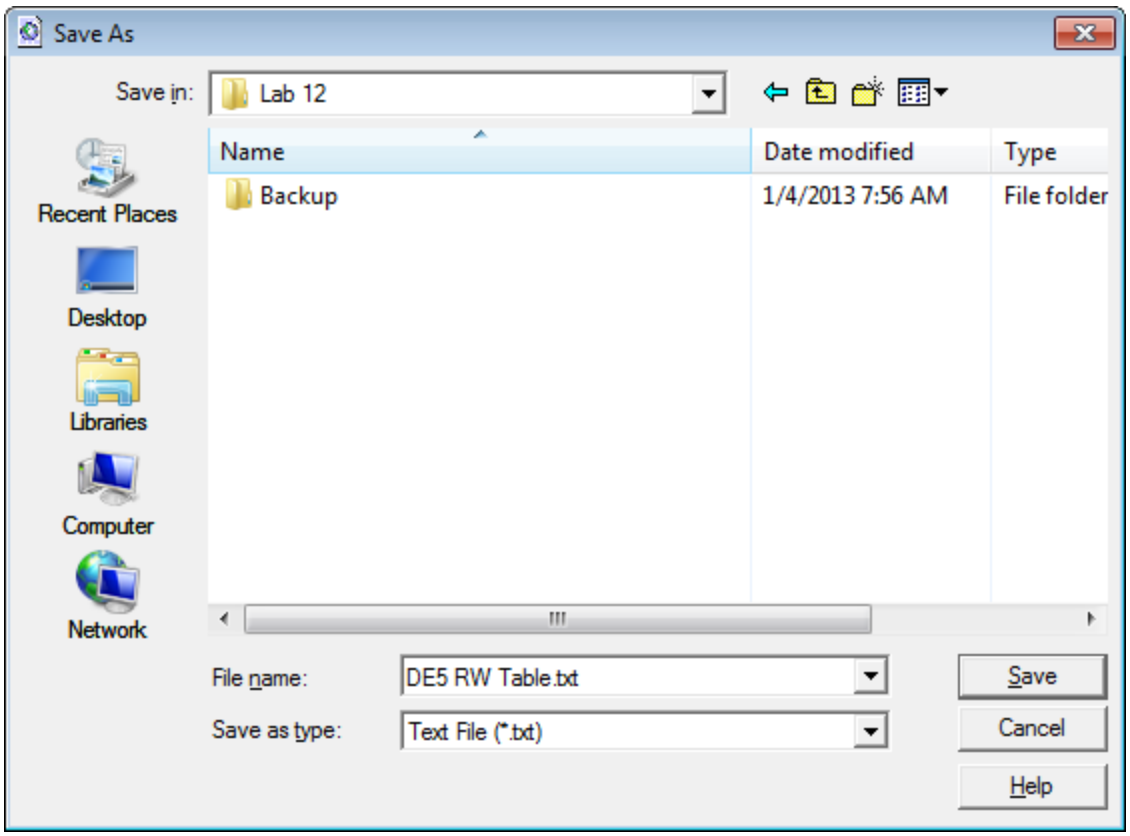

Figure L12-62 Save As
56.	**Before the R/W Table can be included in MicroStation it must be saved as a .TXT file. Save the R/W Table as 'DE5 R/W Table.txt'.** • In the **Bentley Civil Report Browser**, select **File ► Save As**. The **Save As** dialog opens. • Browse to **C:\InRoads Data\1234567\Design Labs\Lab 12.** • In the **File name:** field, key-in **DE5 RW Table.txt.** • Verify your **Save As** dialog matches that shown in *Figure L12-62*. • Click **Save** to create the text file **DE5 RW Table.txt**.